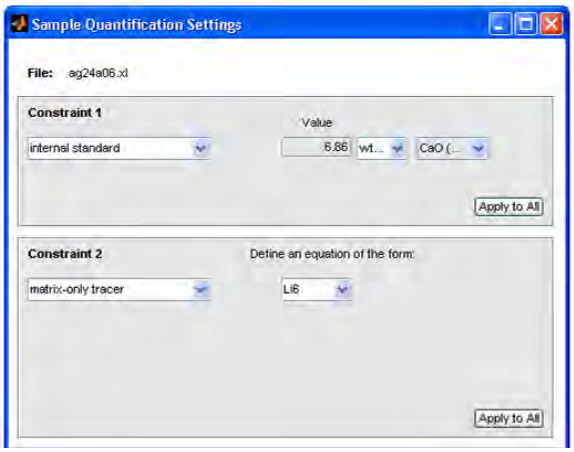

Figure 25
4. Check if the concentrations of the internal standard are in the first constraint and the second constraint is matrix tracer only (lithium) (Fig. 25)